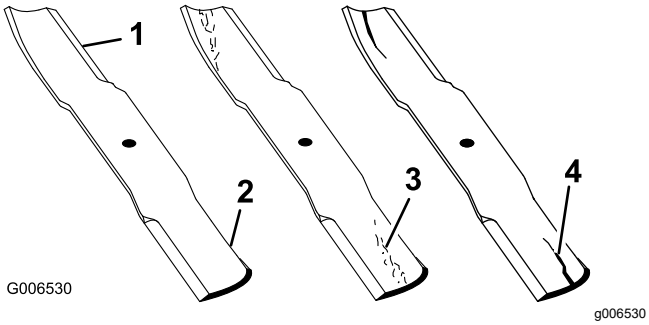

Figur 59
1. Efterse skærekanterne (Figur 59).
4. Hvis skæreknivene er beskadiget eller slidt, eller hvis der er antydning af en revne i dette område, skal der straks monteres nye skæreknive (Figur 59).